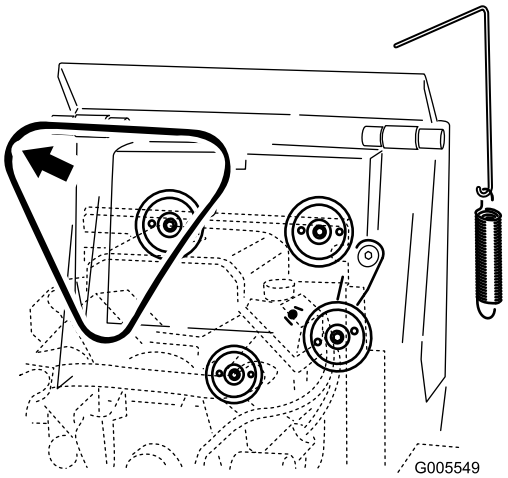

**Figuur 52**
5. Verwijder de riem van de 3 poelies (Figuur 52).